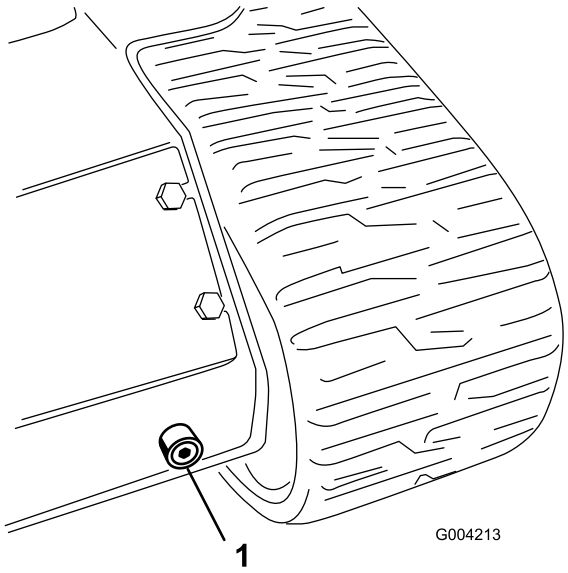

Figur 58
6. Sätt ett stort uppsamlingstråg (som rymmer ca 56,8 liter) under avtappningspluggen framtill på traktorenheten (Figur 58).
7. Ta bort avtappningspluggen och låt oljan rinna ned i tråget (Figur 58).